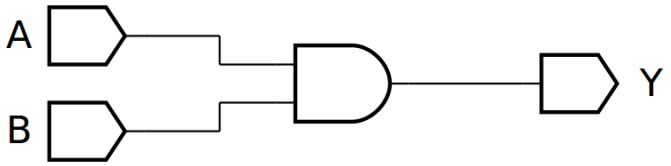
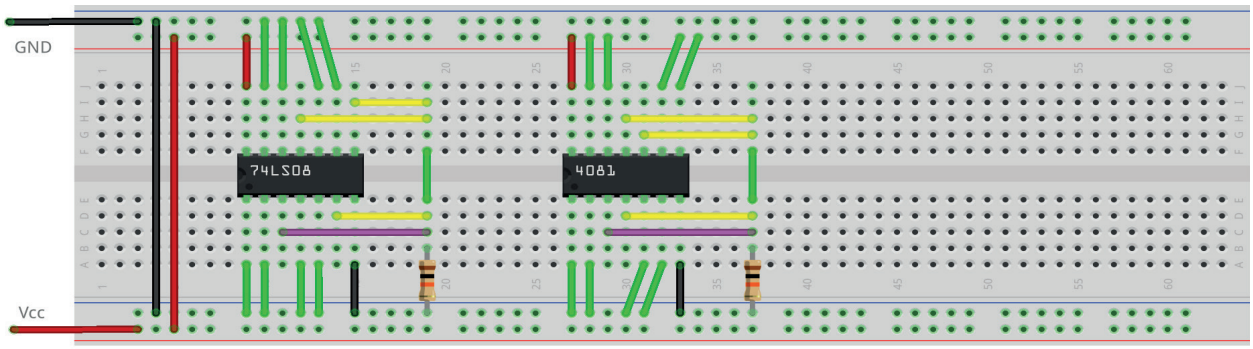

Figura 3.4 – Diagrama esquemático.
Figura 3.5 – Placa de montagem com componentes.
1. Monte o circuito da figura 3.4, conforme mostrado na figura 3.5, na placa de montagem.
d) Conecte os fios verdes. Os fios verdes estão conectados ao terra e portanto fornecendo valor lógico (0) às entradas de todas as portas do CI.
26. Utilizando o software de simulação SmartSim, simule a porta E (AND) de acordo com a figura 3.4. Compare a simulação com a tabela 3.1.